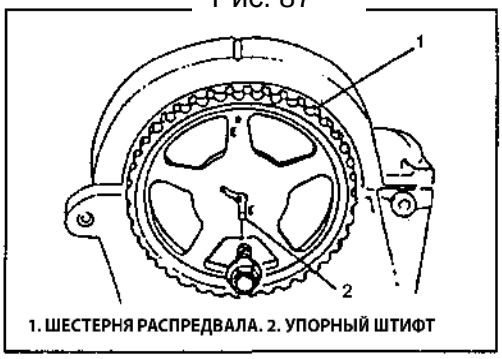

Рис. 88
10) Установите шестерню распредвала на распредвал и установите упорный штифт в паз рядом с меткой "E" (Рис. 88).